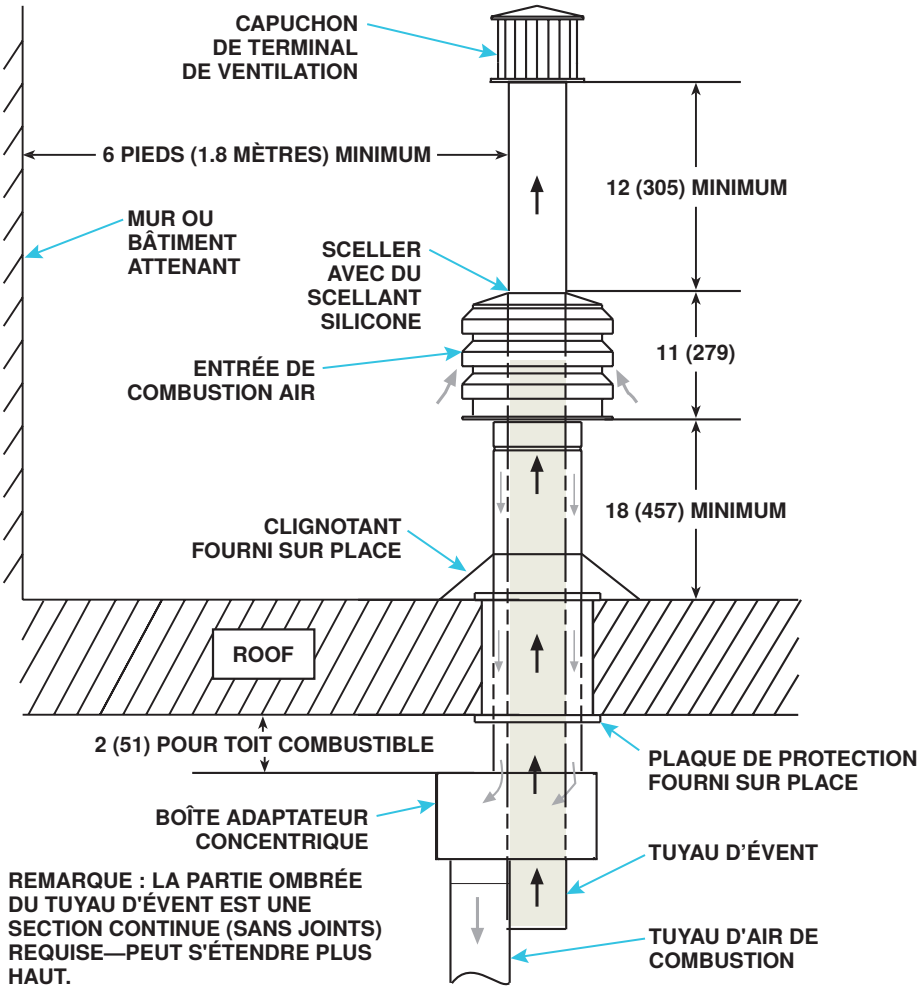

**Figure 20. Installation de l'option CC2**
b. Choisissez un emplacement à l'abri des courants d'air et qui offre assez d'espace pour chaque boîtier adaptateur concentrique. L'emplacement des terminaux d'évacuation doit respecter les distances entre les bâtiments, comme illustré à la **Figure 20**.
11. Vérifiez la conformité à la **Figure 20** et à toutes les exigences d'échappement spécifiques données ci-dessus.